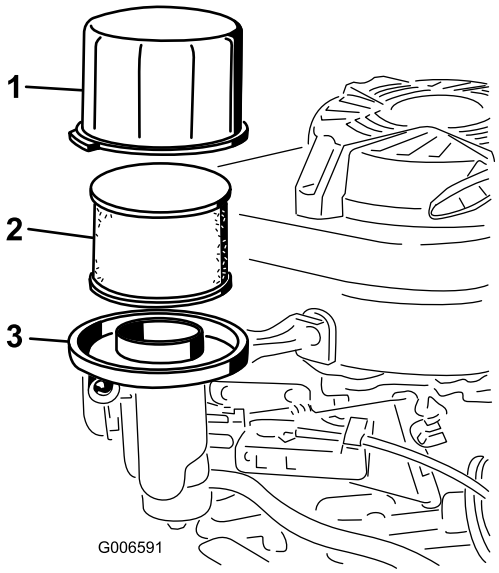

Figura 28
3. Togliete il coperchio e pulitelo accuratamente (Figura 28).
4. Rimuovete il prefiltro in schiuma sintetica e il filtro di carta (Figura 28).
5. Rimuovete il prefiltro in schiuma sintetica dal filtro di carta (Figura 28) e sostituite quest'ultimo se è eccessivamente sporco.
6. Inclinate la macchina con il filtro dell'aria rivolto verso l'alto per fare defluire l'olio nella bacinella di spurgo (Figura 28).